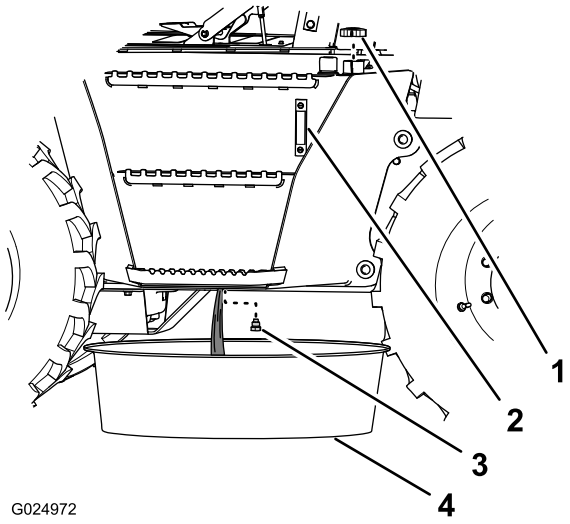

Figure 107
6. Placez un bac d'au moins 190 L (50 gal. américains) sous le bouchon de vidange du réservoir hydraulique (Figure 107).
7. Retirez le bouchon de vidange du réservoir hydraulique (situé sous le réservoir) et vidangez le réservoir (Figure 107).
9. Remettez le bouchon de vidange en place (Figure 107).